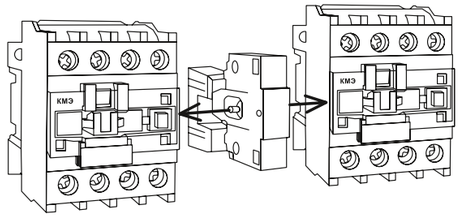

Рис. 2
2. Схема реализации реверсивной схемы на контакторах КМЭ EKF с использованием блокировочного устройства (рис. 2).